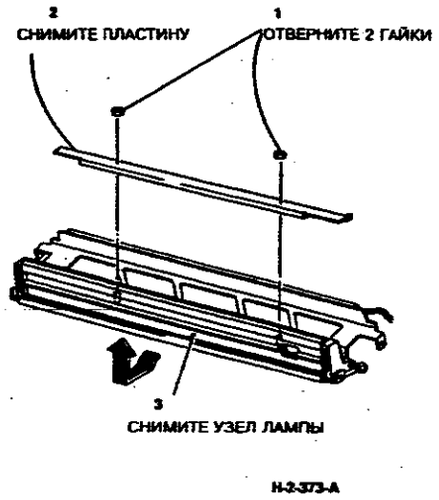

**Рисунок 3. Снятие ламп ISIL**
4. (Рисунок 3) Отверните две гайки крепления планки и снимите лампы ISIL.